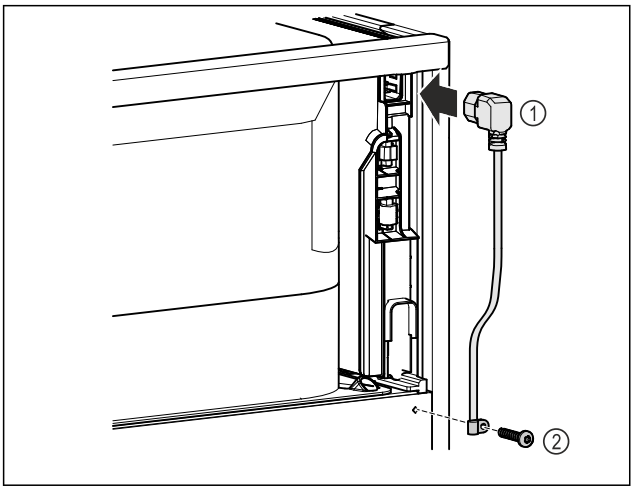

Fig. 9
▶ Netsnoer *Fig. 9 (1)* in de koudapparaatbus aan de achterkant van het apparaat steken.
▶ Trekontlasting monteren. *Fig. 9 (2)*